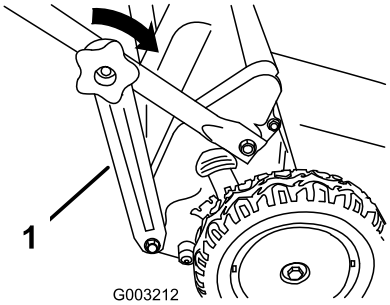

Figur 15
3. Monter de nedre håndtaksknottene og stram til knottene så stramt som du kan for hånd (Figur 15).